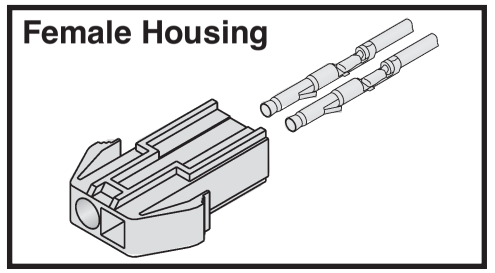

Figure 2
- ❒ Insert the two pin/wire assemblies into the female housing as shown in Figure 2. Pull on the wire to check that the pin is inserted all the way in. It should not pull out of the housing. The locking tabs should be bent outward to hold the pin in the housing.